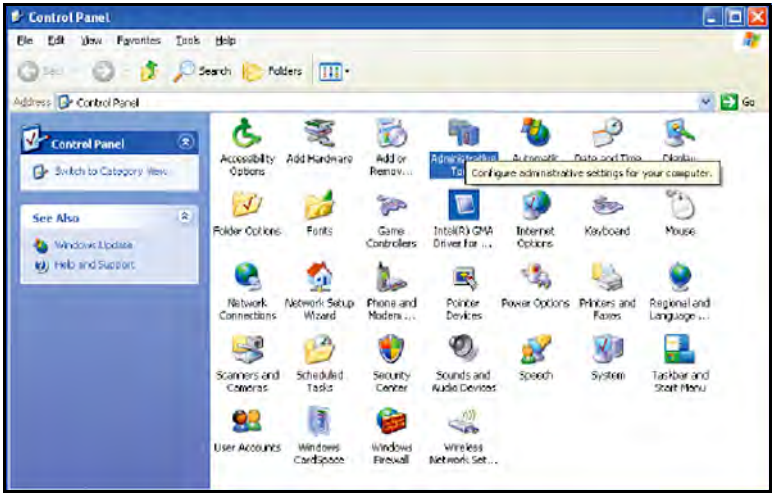

Рис. 113: Панель управления (значок администрирования)
1. Для настройки прав доступа пользователя вернитесь на *Панель управления* и щелкните Администрирование (Administrative Tools) (см. *Рис. 113* ниже).